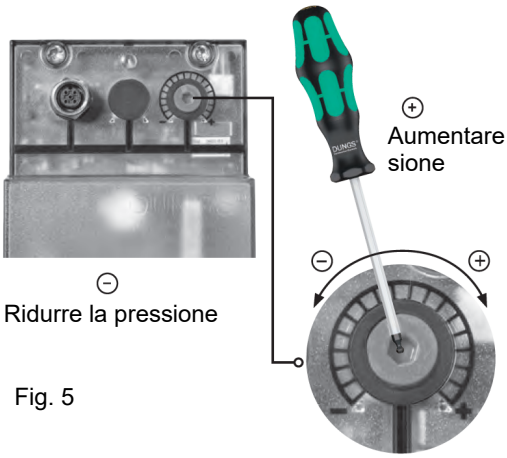

Fig. 5
**ATTENZIONE**: Per impostare la pressione in uscita del regolatore VD-R, agire sull'apposita ghiera di regolazione (Fig. 5)